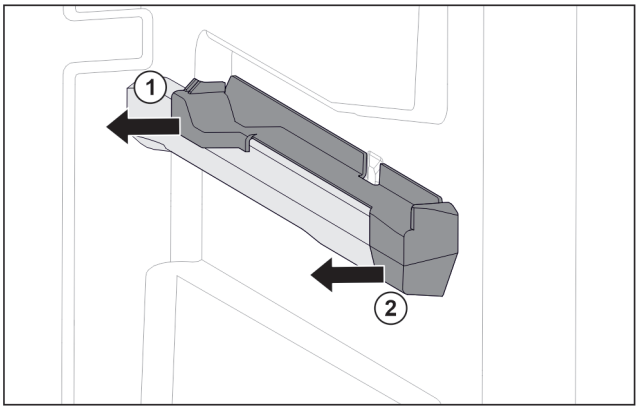

Fig. 123 Attachment on the right moulded rib
▶ Pull off attachment at the back sideways. *Fig. 123 (1)*
▶ Pull off attachment at the front sideways. *Fig. 123 (2)*